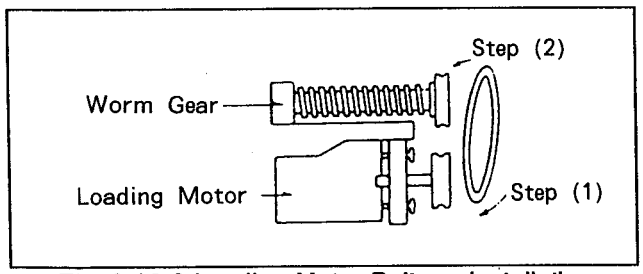

Fig. 6-16-2 Loading Motor Belt Installation
1. Put new loading belt onto the loading motor first as shown in Figure 6-16-2.
2. Then replace onto the wormgear pulley as shown in Figure 6-16-2.